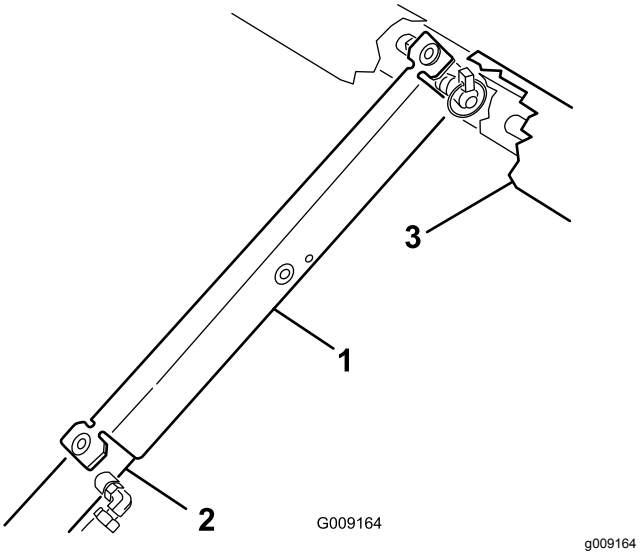

**Rysunek 33**
3. Wciśnij podporę platformy na tłoczysko siłownika, upewniając się, że występy końcowe podpory są oparte na końcu głowicy siłownika i na końcu tłoczyska siłownika (Rysunek 33).